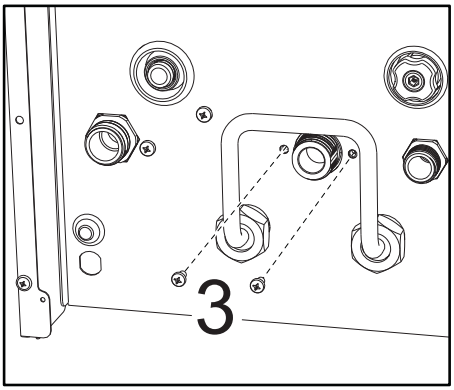

fig. 45
- Desenrosque los tornillos **"3"** (fig. 45)